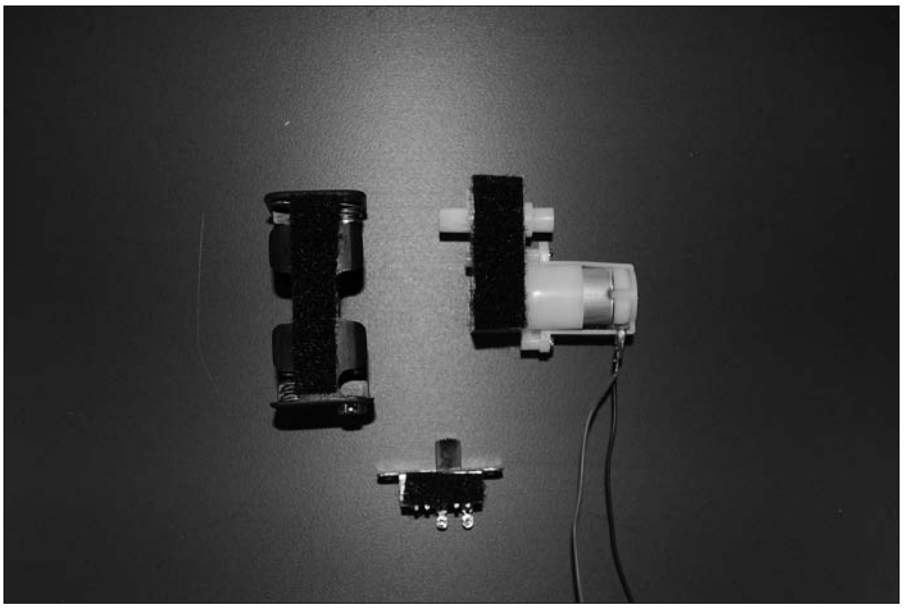

Figure 11-36: Attach Velcro to the various components.
6. **Attach Velcro to the battery packs, motors, and switch, as shown in Figure 11-36.**